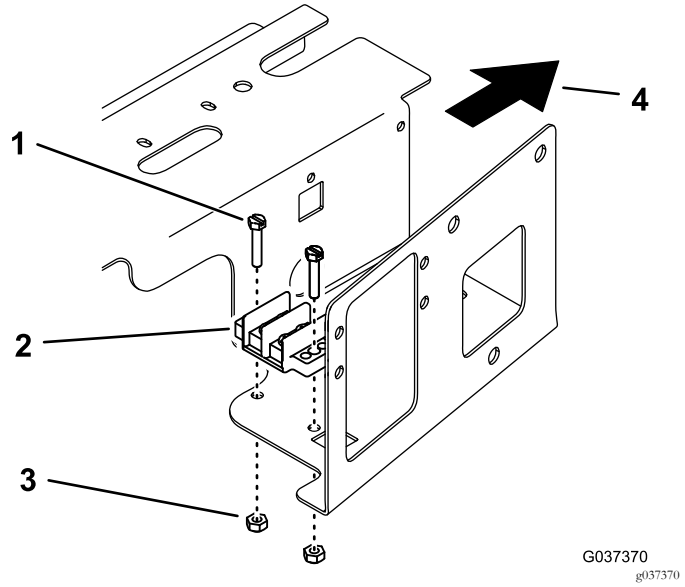

Bild 3
2. Befestigen Sie den Erdungsklemmenblock mit zwei Schrauben und Sicherungsmuttern an der Unterseite des Fachs (Bild 3)